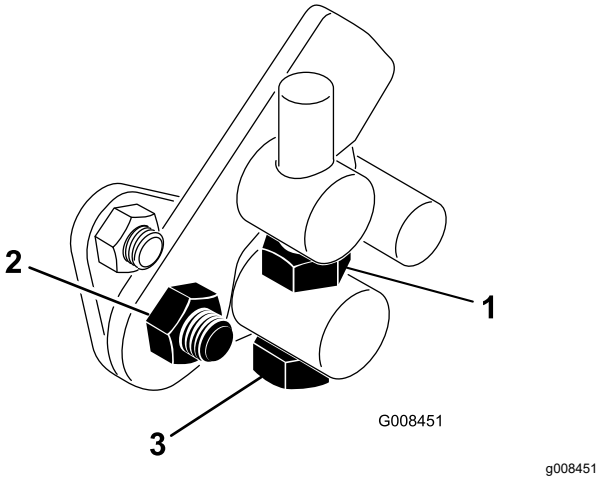

Rysunek 43
1. Poluzuj przeciwnakrętkę na śrubie czopu (Rysunek 43).
4. Dokręć przeciwnakrętkę na śrubie czopu oraz nakrętkę na osi pedału, aby zablokować położenie regulacji (Rysunek 43). Sprawdź efekt regulacji i w razie potrzeby dokonaj korekty.